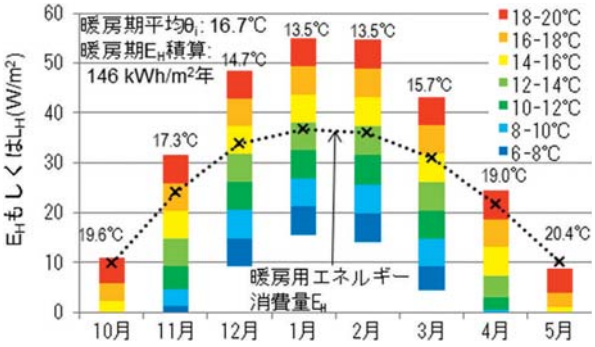
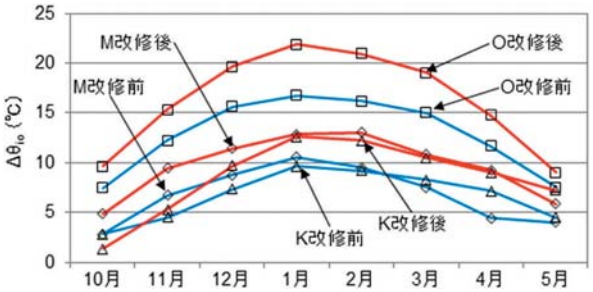

図１　Oマンション：各月のEHとθi（改修前）
図３　改修前後の内外温度差Δθioの比較
①剥離しにくい　従来の張り付けモルタルに比べて接着力のばらつきが少ない上、下地の挙動に対する追従性が大きいので、ムーブメントに対して剥離を生じにくい。図３はモルタル張りと接着剤張りの下地コンクリートの変形に対する追従性を比較した結果である。モルタル張りでは下地コンクリートのひずみが 1 /1000 程度の時点で剥離するが、接着剤張りは接着層が変形しやすいのでタイルに応力が伝わりにくく、変形が大きくなっても剥離しにくい。
②タイル面のひび割れが少ない　タイル面に現れるひび割れのほとんどは、下地コンクリートのひび割れに伴うものである。接着層の変形追従性が大きいので、下地コンクリートにひび割れが生じても、幅が小さければ接着層で変形を吸収できるので、タイルに割れが生じない。
③エフロレッセンスが生じにくい　エフロレッセンスは、タイル張り仕上げの背面にまわり込んだ雨水等が外部側に出る際に、コンクリートや張り付けモルタルに含まれているカルシウム成分が析出して付着する現象である。有機接着剤の層は透水性が小さいので背面に雨水が浸入しにくい上、接着剤にカルシウム分を含まないので、エフロレッセンスを生じにくい。
室内温度は、各マンションの重油やガスなどの暖房用燃料使用量から求めましたが、Oマンションの例について、図１及び２に示します。図中の折れ線グラフは、各月の暖房用エネルギー消費量E_Hの実績値です。カラーバーは、室内温度を２℃毎に設定して、各月の暖房負荷L_Hを求めたものです。つまり、折れ線グラフとカラーバーの交点から、各月の暖房用エネルギー消費量に対する平均室内温度θ_iを読み取ることができます。図３は、図１及び２から読み
取った室内温度と、同月の平均外気温度との差（内外温度差Δθio）を、各マンションの改修前後について示したものです。寒い冬もあれば暖かい冬もあるので、改修前後の室内温度を直接比較しても、室内温度上昇の効果はわかりにくいことから、その月の外気温度に対して室内温度は何℃高かったのか（つまり内外温度差Δθio）、によって改修前後を比べます。図３を見ると、いずれのマンションも改修後のほうが、Δθioは大きくなっていることがわかります。とくに、最寒期である１及び２月を見ると、Oマンションにおいては５℃程度、M及びKマンションにおいては３℃程度の上昇となっており、最も室内温度を確保したい最寒期において、外断熱改修は絶大な効果を発揮したということができます。なお、Oマンションに比べて、M及びKマンションのΔθioが小さいのは、暖房方式の違いによるものです。Oマンションは、共同のボイラーを熱源とする住棟暖房方式で、24時間連続暖房による運用がされています。それに対し、M及びKマンションは、住戸毎に熱源が設置されている戸別暖房方式で、不在時などには暖房を停止する間歇暖房による運用が基本と考えられます。間歇暖房は、連続暖房よりも暖房時間が短くなり、暖房停止時には室内温度が低下するので、Δθioは小さくなります。